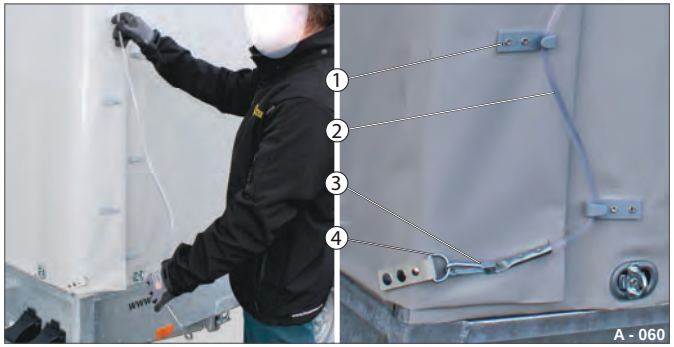

Fig. 68 Sikring af gummibånd
▶ Læs skiftevis gummibåndet (Fig. 68 /2) omkring laskerne (Fig. 68 /1) oppefra og nedad.
▶ Hægt karabinhagen (Fig. 68 /3) fast i holdeøjet (Fig. 68 /4).